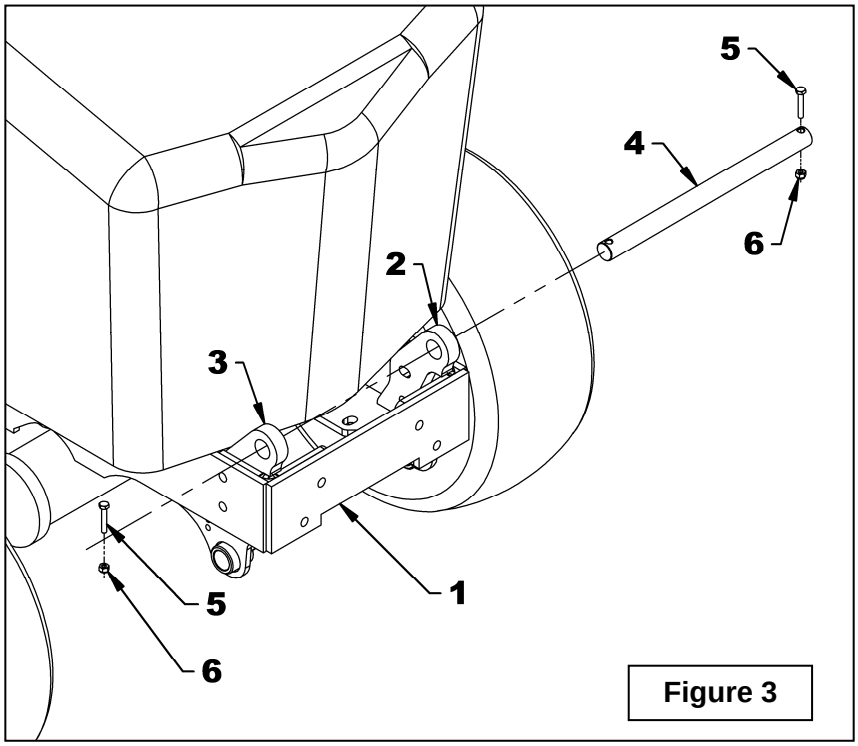

Figure 3
6. Regrouper les items 4 à 6 énumérés dans le tableau de la figure 3.
7. **Figure 3 :** Insérer la goupille Ø1" x 13 3/4" lg. (item 4) à l'intérieur des supports (items 2-3) et fixer avec deux boulons hex 1/4"NC x 1 1/2" lg. (item 5) et deux écrous hex. à bague de nylon 1/4"NC (item 6).